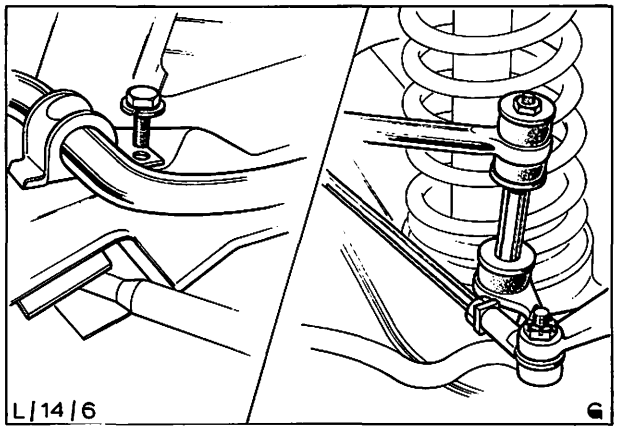

Abb. 46 Befestigungsstellen des Stabilisators
4. Schellen zur Stabilisator-Befestigung vom Verbindungsrahmen abbauen, Abb. 46.